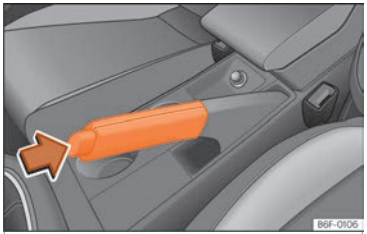

Fig. 168 Travão de mão entre os bancos dianteiros.
– Puxe a alavanca do travão de mão com força para cima ››› **Fig. 168**.
– Puxe a alavanca um pouco para cima, pressione o botão de desbloqueio no sentido da seta ››› **Fig. 168** e faça descer completamente a alavanca ››› ⚠.